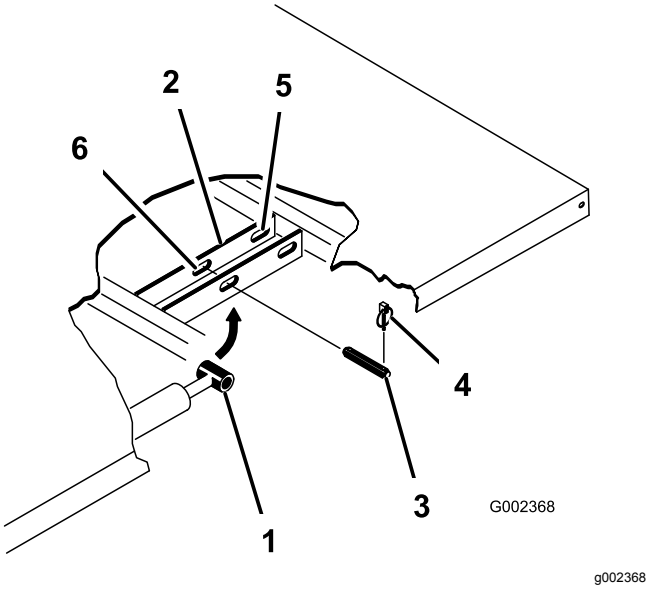

Figur 3
4. Tag ringstifterne af de yderste ender af cylinderstangens gaffelbolte (Figur 3).